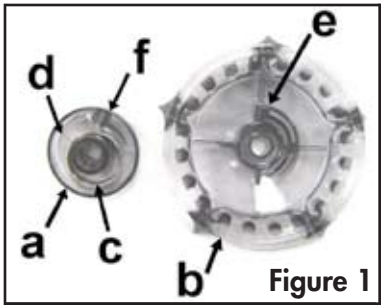

Figure 1
1) If gear box cover was removed, first make sure motor (28) is fully seated into catch cup (12).
2) Make sure gear pin (23) is seated in the catch cup, as it may have stayed in the gear box cover. Place pulley gear (29) onto gear pin. Then loop the drive belt o-ring (16) from the motor pulley all the way around the pulley gear.
7) (Figure 1) It is very important to reinstall the drive cone properly for correct loader operation. Note the drive tab (e) on the underside of the drive cone (b). The drive tab is used to catch the spring tab (d). With the spring housing (a) and drive spring (c) mounted on the main shaft,